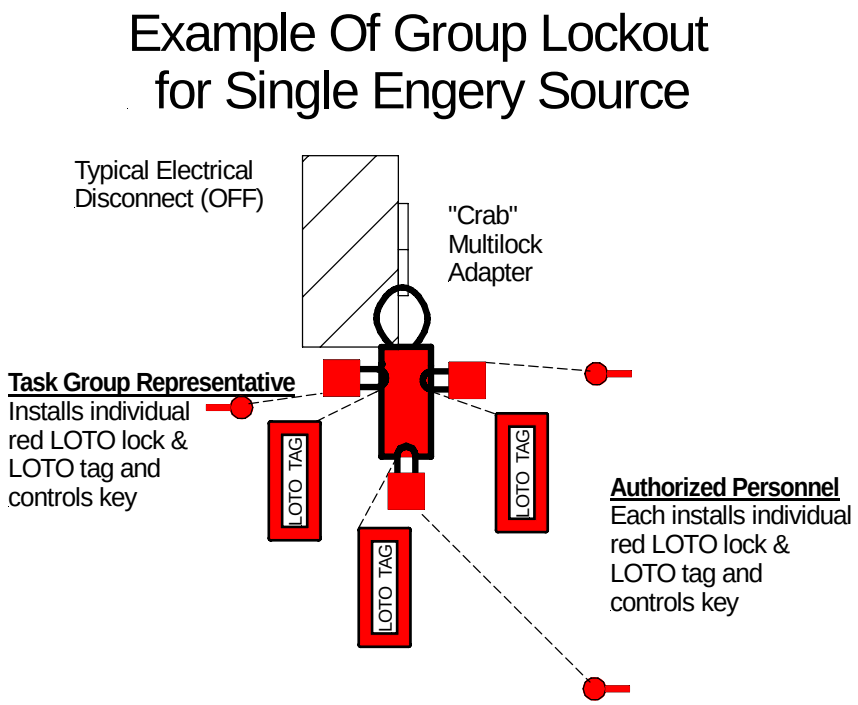

Figure 8.2-1 Group Lockout Tagout Concept For Single Energy Control Point
- **Single Point with use of multi-lock adapter (Figure 8.2-1)**